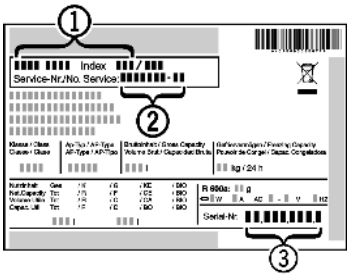

Fig. 7
- ▶ Relever la désignation de l'appareil *Fig. 7 (1)*, le n° de service *Fig. 7 (2)* et le n° de série *Fig. 7 (3)* sur la plaquette signalétique. Cette plaquette se trouve sur la paroi intérieure gauche de l'appareil.
- ▶ Informer le S.A.V. et lui communiquer la panne, la désignation de l'appareil *Fig. 7 (1)*, le n° de service *Fig. 7 (2)* et le n° de série *Fig. 7 (3)*.